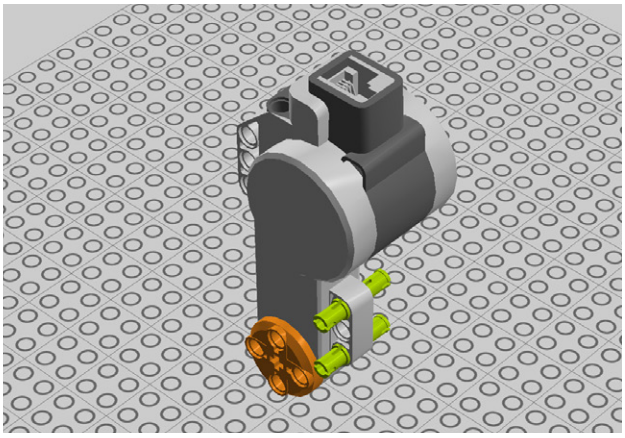

Figure 9-89. *Step 84: Adding a pair of 3M pegs to a motor*
84. Add two 3M pegs to a motor (Figure 9-89).